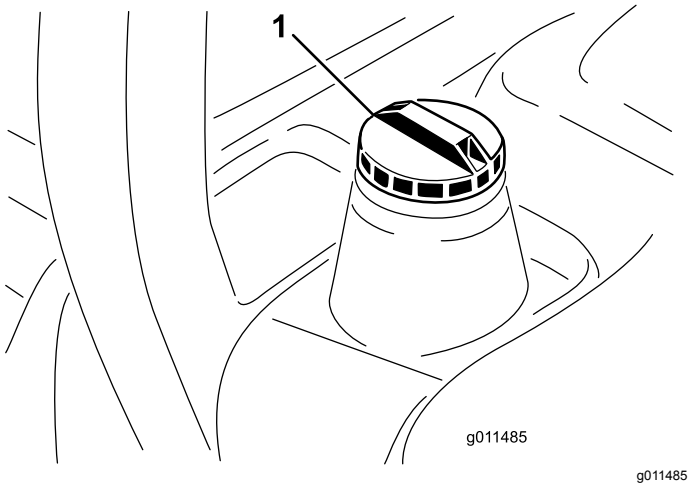

**Figur 16**
3. Ta bort locket från bränsletanken (Figur 16).